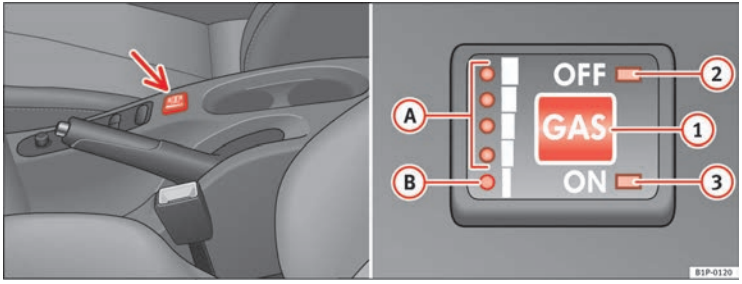

Fig. 35 Centre console: gas system control warning lights and switch.
The level of LPG in the tank is shown by the five control lights ⇒ fig. 35 (A) and (B). It varies with the outside temperatures.